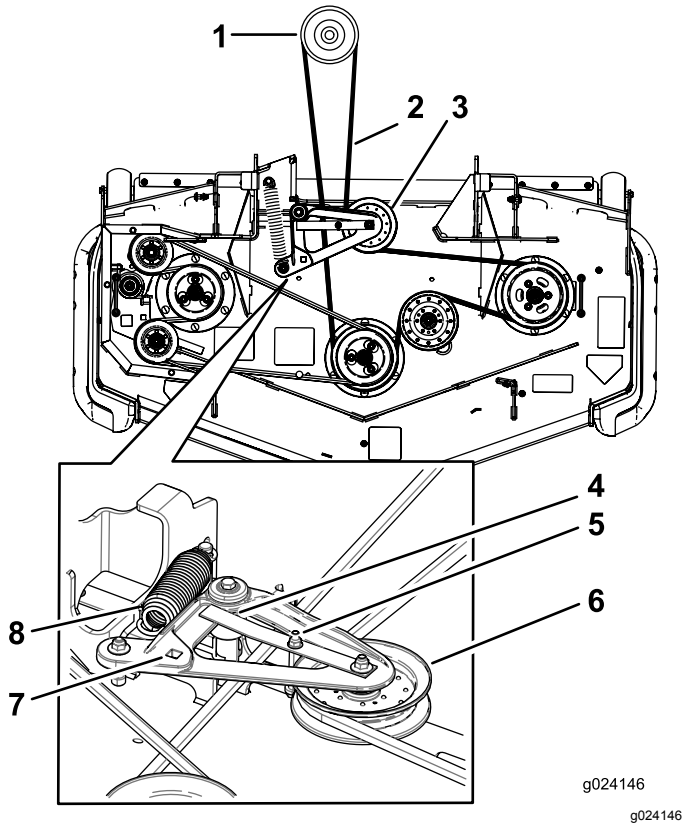

Figuur 73
10. Zet de ratelsleutel in de vierkante opening om de nieuwe riem rond de maaidekpoelies en de spanpoelies te leggen (Figuur 73).
8. Zet een ratelsleutel in de vierkante opening in de arm van de spanpoelie om de druk op de veer te verminderen (Figuur 73).
10. Til het lipje van de riemgeleider op en verwijder de oude riem (Figuur 73).
11. Bevestig de nieuwe riem rond de poelies van het maaidek en de koppelingspoelie onder de motor (Figuur 73).
12. Draai het lipje van de riemgeleider en zorg ervoor dat het tegen de naaf van het draaipunt komt Figuur 73.
13. Gebruik de ratelsleutel in de vierkante opening en plaats de veer van de spanpoelie (Figuur 73).